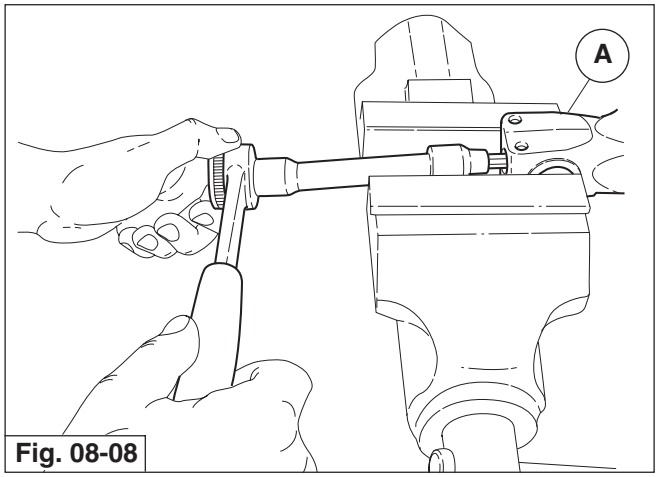

Fig. 08-08
- Bloccare il gambale portaruota "A" (fig. 08-08) in morsa e svitare la vite di fondo con una chiave per esagoni interni e rimuoverla con la relativa guarnizione;
- Clamp slider "A" (fig. 08-08) in a vice, unscrew the foot screw with an inside hex key and remove the screw with its seal;